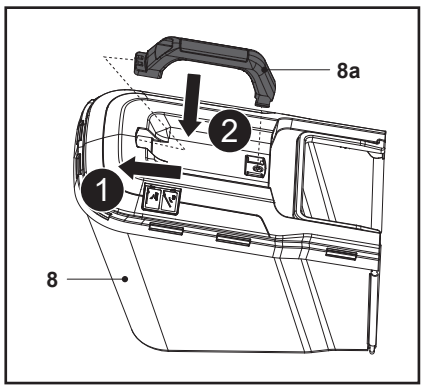

Fig. 6
2. Asamblează mânerul de transport (8a) în cele două fante de asamblare de pe cadrul superior al colectorului de iarbă (8), având grijă să-l orientezi corect (fig. 6).